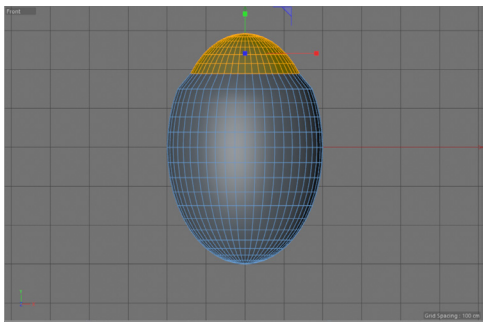
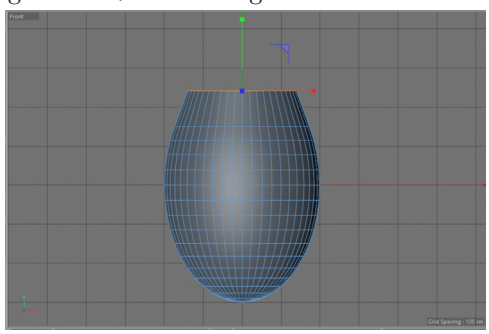

Figure 3-136 *Selected polygons scaled uniformly*
Figure 3-137 *Selected polygons scaled along Y-axis*
7. Scale down the selected polygons uniformly, refer to Figure 3-136. Next scale the polygons only along Y-axis to set them on the upper edge of *vase*, refer to Figure 3-137.